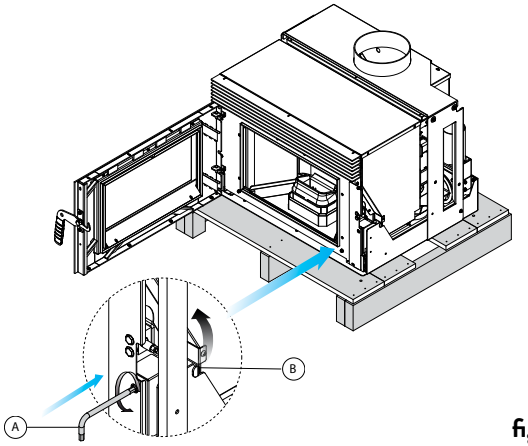
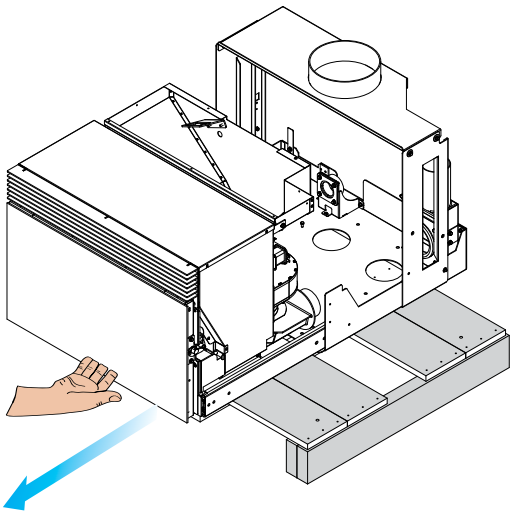

fig. 6.1.2
fig. 6.1.3
4) Introducir la llave Allen (A) en el compartimento de desbloqueo de seguridad; presionar y girar la palanca de cierre en sentido antihorario hasta la posición (B) (fig. 6.1.2), cerrar la puerta nuevamente y tirar de la máquina hacia fuera todo lo que permitan las guías (fig. 6.1.3).